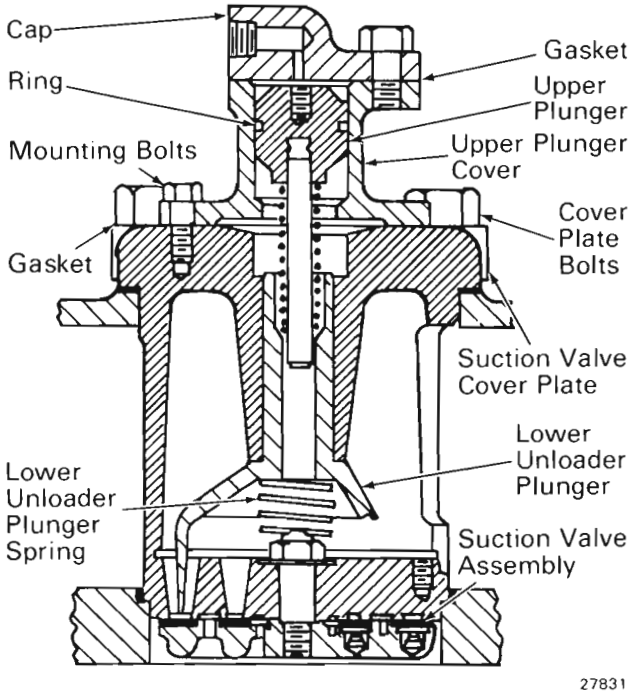

Fig.9 – Piston-Type Compressor Unloader Valve
The piston-type unloader valves, similar to Fig. 9, are used on the compressor to hold the intake or suction valves off their seats to stop compressor pumping when the main reservoir air is at the proper pressure.
1. Remove the cover plate bolts, Fig. 9.